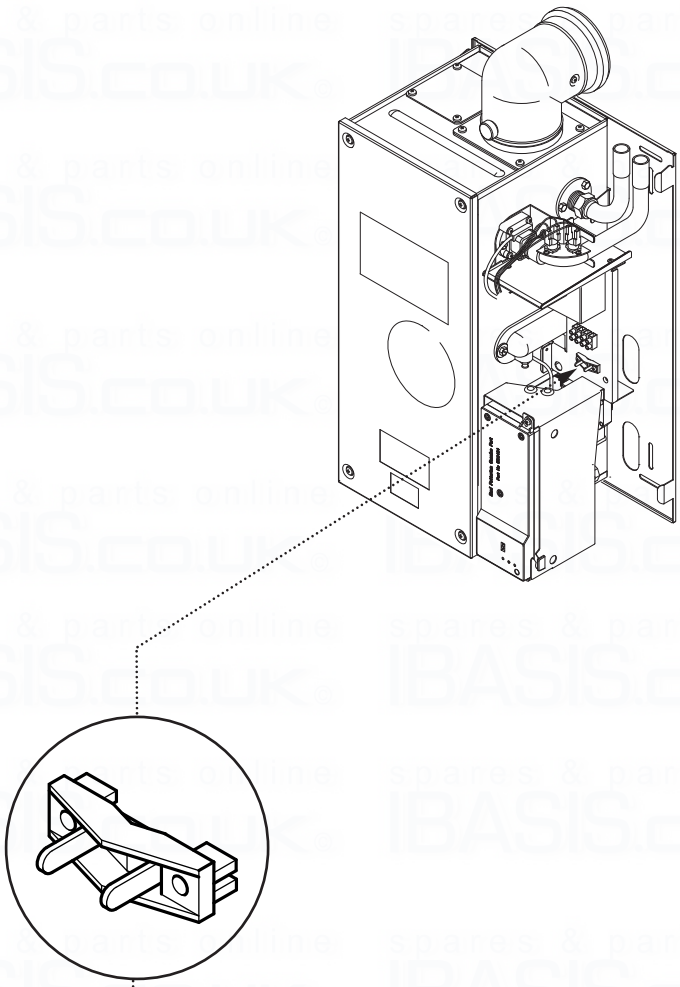
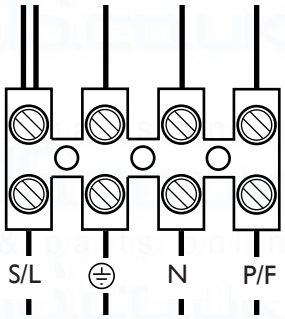

Fig. 31
Fig. 33
2. Undo the two screws securing the cable clamp and place to one side (Fig. 31).
5. Connect the (S/L), (N) and (⏚) wires to the 4-way terminal block (Fig. 33) and refit the cable clamp (Fig. 31).